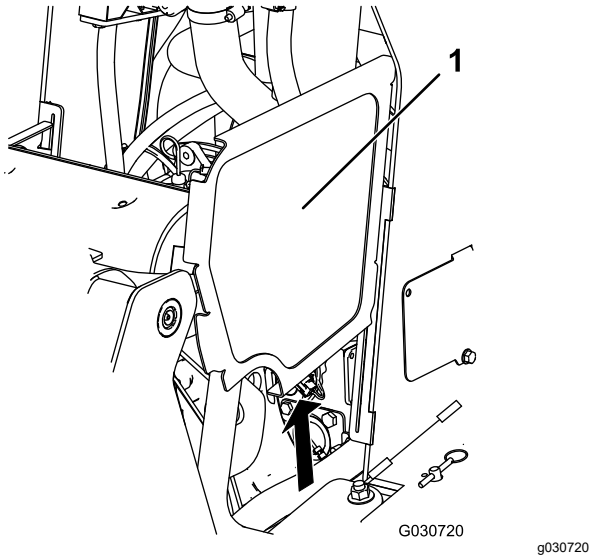

**Figura 35**
2. Deslice las rejillas laterales (Figura 35) hacia arriba y retírelas de las ranuras de la rejilla delantera y del bastidor.